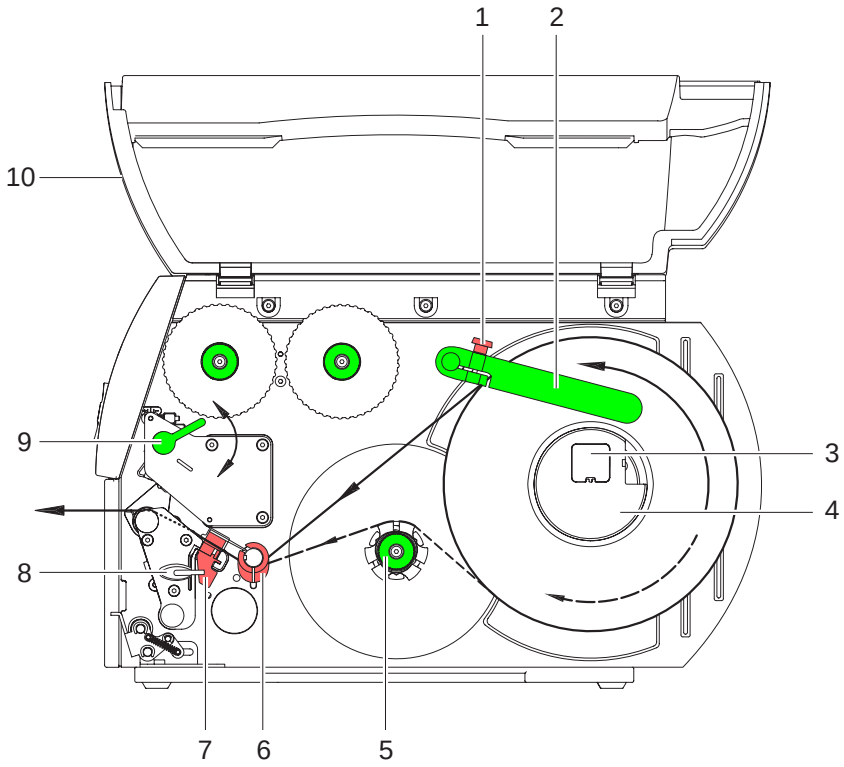

Fig. 5: Læg etiketruller i
⇒ Drej armen (Afb. 5, pos. 9) med uret for at låse printhovedet.